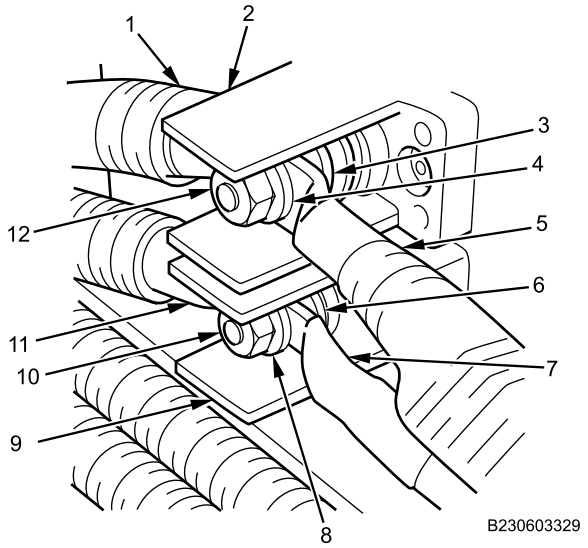

Figure 5. Battery Cables Junction Block Assembly.
4. Install RED battery power cable (Figure 5, Item 1), washer (Figure 5, Item 3), RED winch assembly power cable (Figure 5, Item 5), and new lockwasher (Figure 5, Item 4) on cable junction block (Figure 5, Item 2) with nut (Figure 5, Item 12). Tighten nut securely.
5. Install BLACK battery ground cable (Figure 5, Item 11), washer (Figure 5, Item 6), BLACK winch assembly ground cable (Figure 5, Item 7), and new lockwasher (Figure 5, Item 8) on cable junction block (Figure 5, Item 9) with nut (Figure 5, Item 10). Tighten nut securely.